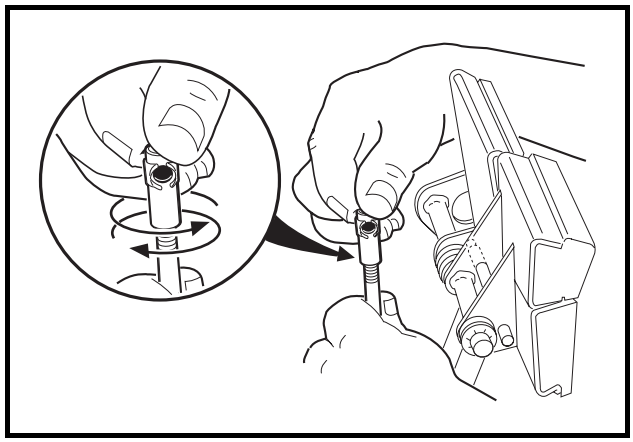

Figure 5-16 Brake Rod Adjustment
3.6. If ratchet/pawl engagement must be adjusted, disconnect the ball joint at the top of the brake rod and rotate the ball joint sleeve clockwise to increase engagement or counterclockwise to decrease engagement. Reconnect ball joint **(Figure 5-16, Page 5-14)**.